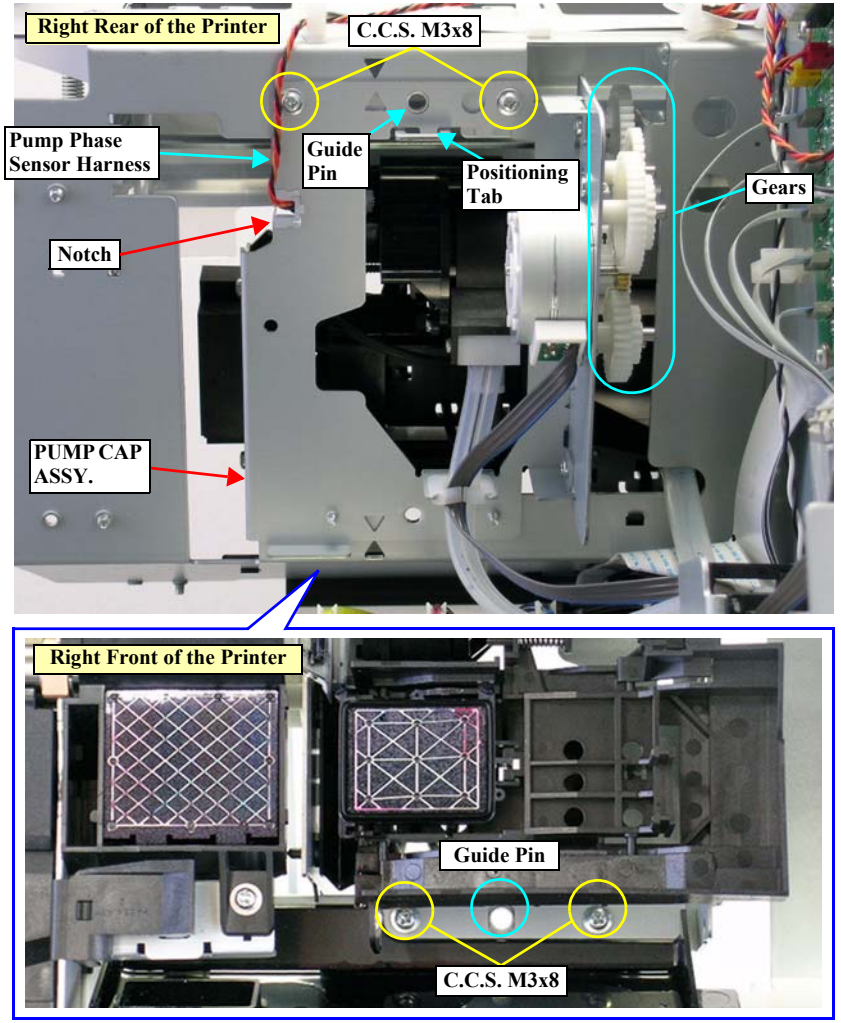

Figure 4-137. Removing the PUMP CAP ASSY. (1)
- **Be careful not to damage the gears engaged with the PUMP CAP ASSY.** ***See Figure 4-137.***